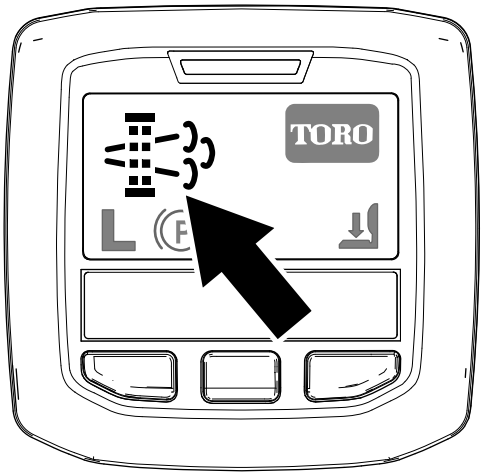

Figuur 41
- Het pictogram verzoek geparkeerde regeneratie verschijnt op het InfoCenter (Figuur 41).